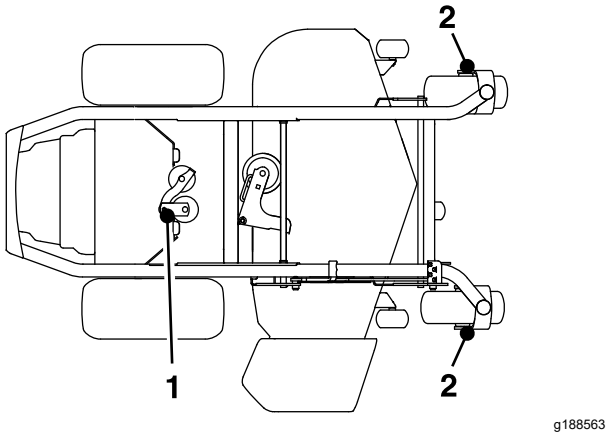

Bild 39
4. Fetten Sie den Drehzapfen der Pumpenspannscheibe mit ein oder zwei Pumpenstößen des Schmiermittels ein (Bild 39).
5. Fetten Sie die vorderen Laufradachsen ein (Bild 39).